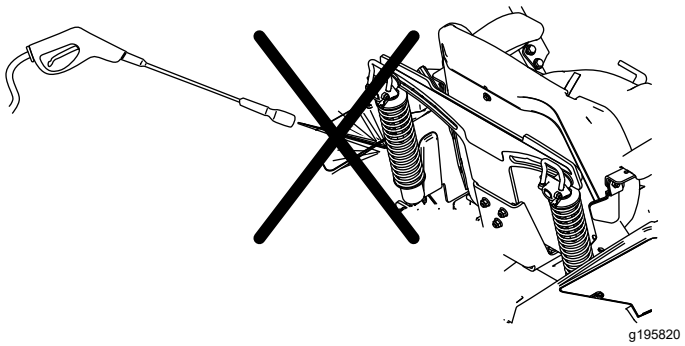

**Figur 122**
**Bemærk:** Rengør ikke støddæmperne med vand under tryk (Figur 122).